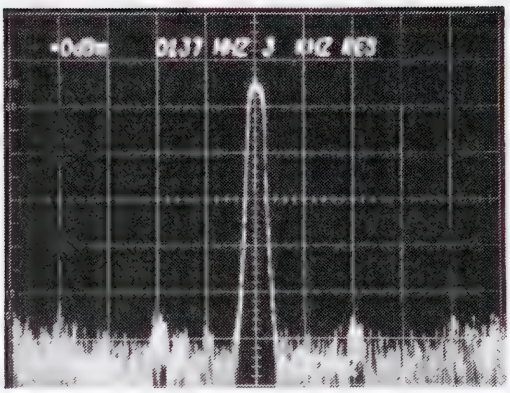

Figure 4-4 DUAL VCO 90 MHz to 1080 MHz Output
21. Connect Spectrum Analyzer to J4103 on the High Loop. Verify output level is -20 dBm (±5 dB) at 1088 MHz. (Ref. Figure 4-4)
22. Using Keyboard (18) select RF 050.0000 MHz. With Spectrum Analyzer set at 10 kHz/division and 140 MHz, center frequency, verify the High Loop output level is -20 dBm (±5 dB).